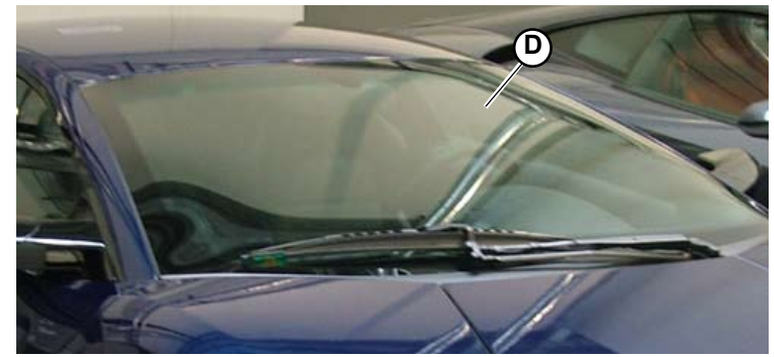

Fig.4
7. Position the windscreen (**D-Fig.4**) in its housing no later than 10 minutes after applying the adhesive.